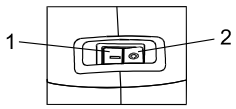

Рисунок 6
Чтобы включить питание, нажмите на правую сторону выключателя (1) (см. рис. 6). Чтобы отключить питание, нажмите на левую сторону выключателя (2).